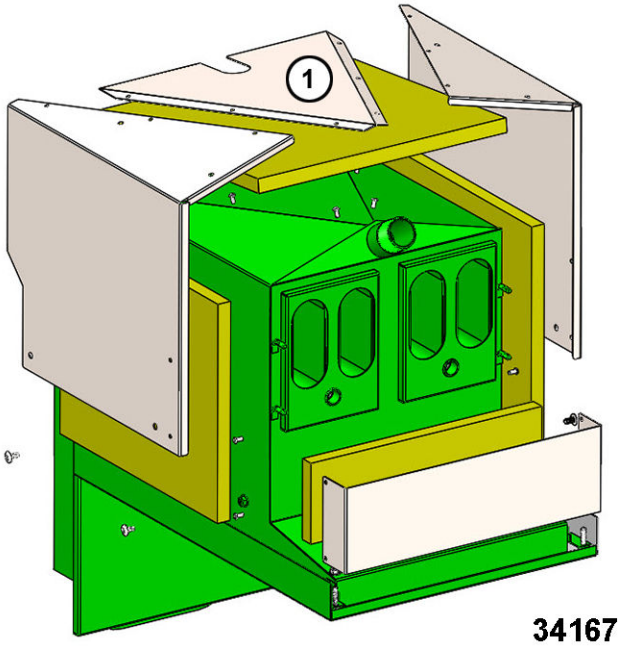
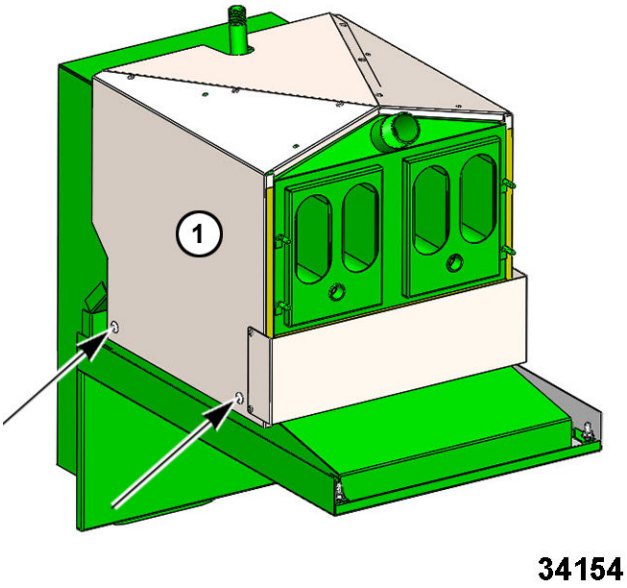

Fig. 104
Fig. 105
A. Install insulation kit (1,in Fig. 104 and Fig. 105) by setting into place and riveting (3/16” blind rivets) sections to itself. Attach kit assembly to tank with four ¼-20 x 3/8 truss head screws, two on each side.